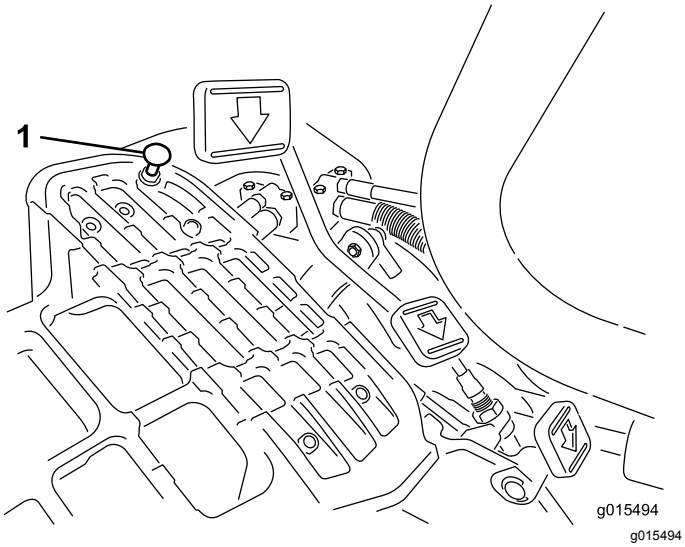

**Figur 36**
Du kommer upp i maximal transporthastighet genom att flytta funktionsreglaget till TRANSPORTLÄGET och trycka ned gaspedalen. Om pedalen får kontakt med stoppet (Figur 36) innan du känner någon spänning i kabeln genomför du följande justeringsprocedur:
1. Flytta funktionsreglaget till TRANSPORTLÄGET och lossa på låsmuttern som fäster pedalstoppet vid golvplattan (Figur 36).